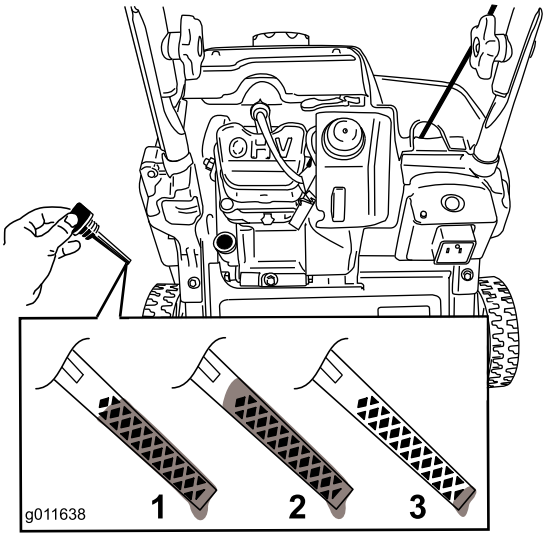

**Rysunek 27**
**Informacja:** Aby ustalić prawidłowy poziom oleju na wskaźniku, patrz Rysunek 27.